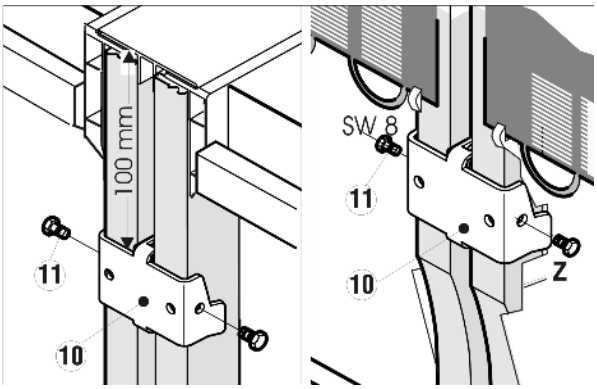

Fig. 6
▶ С обратной стороны сверху и снизу следует установить широкие крепежные уголки *Fig. 6 (10)*.
▶ Нижний крепежный уголок вставьте в соответствующий вырез (Z).
▶ Затем оба крепежных уголка *Fig. 6 (10)* прочно затяните с боков с помощью винтов с шестигранными головками *Fig. 6 (11)*.